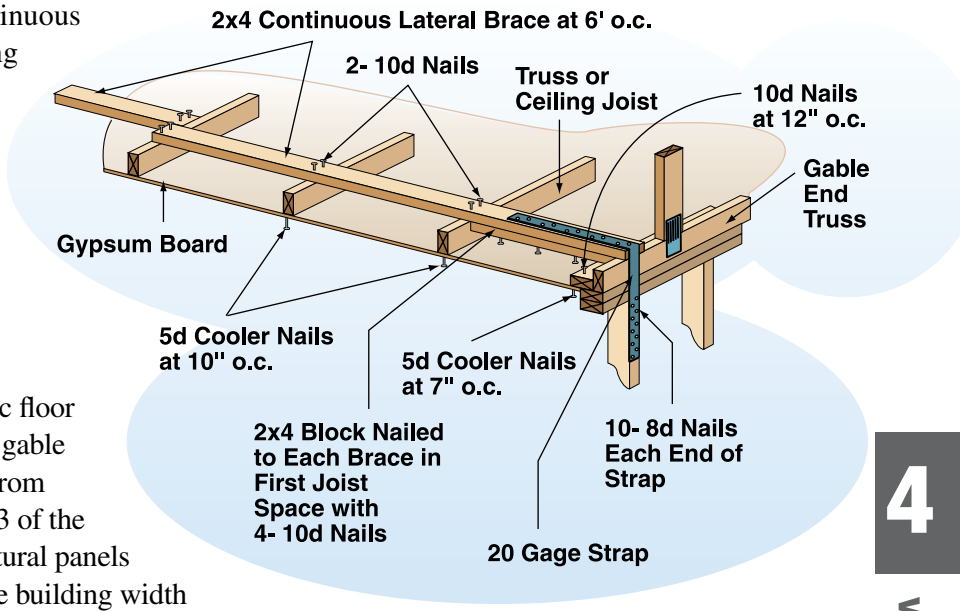

Figure 11. Ceiling Bracing Gable Endwall
- **Bracing Gable End Walls.** When attic floor or ceiling assemblies are used to brace gable endwalls, the assemblies shall extend from the endwall for a distance of at least 1/3 of the building width when using wood structural panels and for a distance of at least 90% of the building width when using gypsum wallboard ceilings. Sheathing and fasteners shall be as specified in Table 2 (See page 7) and Figure 11.